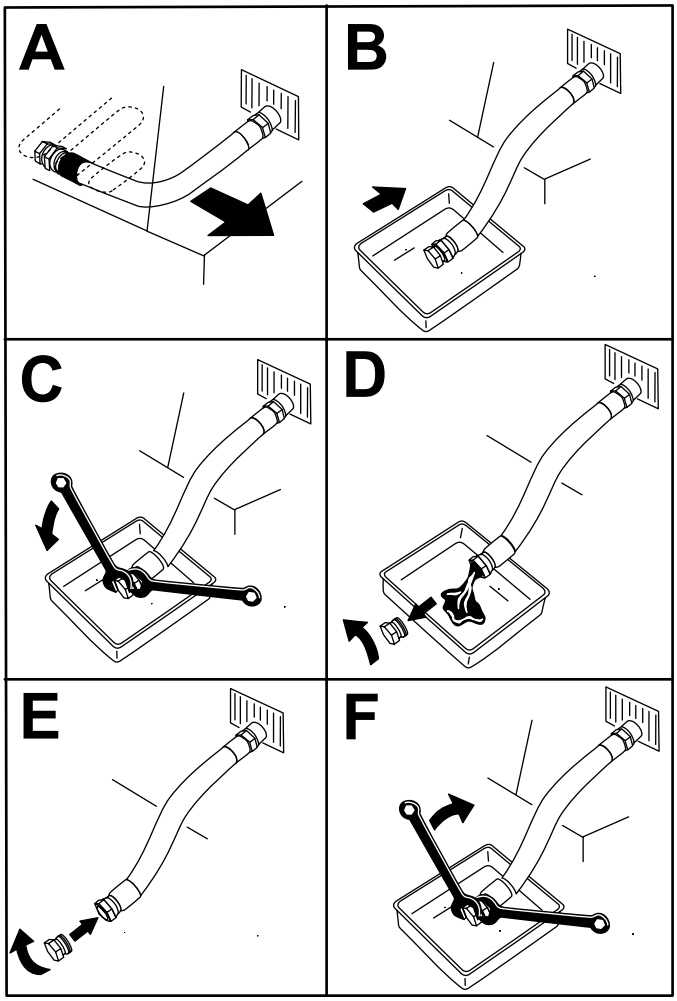

Figura 42
4. Drene el aceite del motor (Figura 42).